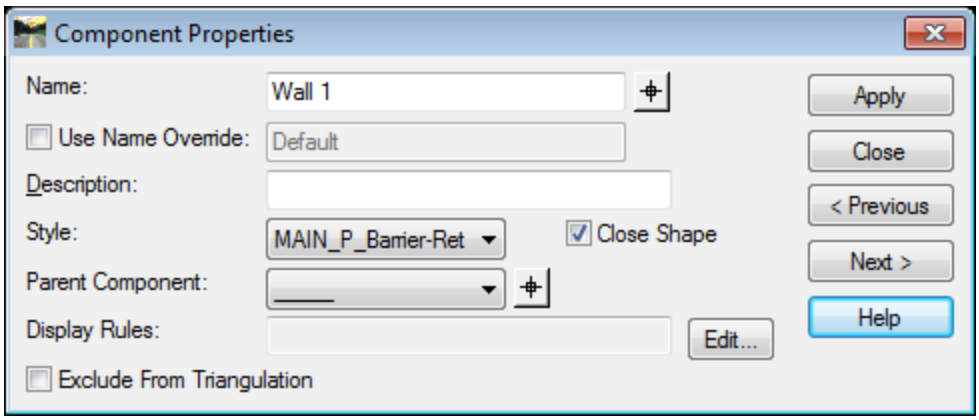
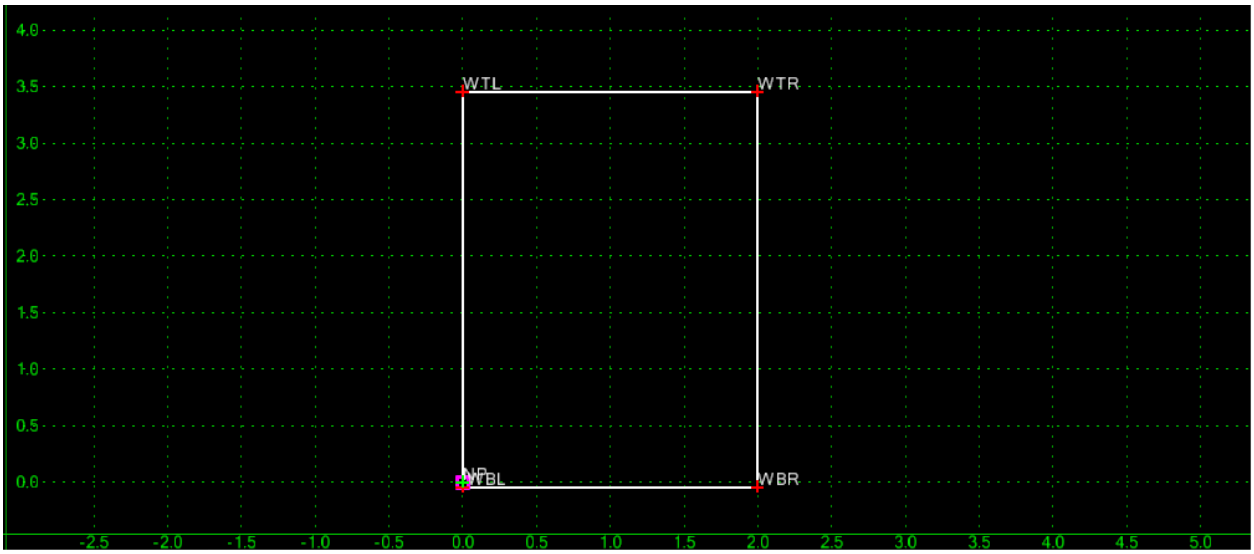

Figure L7-45 Component Properties
Figure L7-46 Create Template Dialog Grid
55.	**Rename the Component to Wall 1.** • Double click on the Component (not the Points). • Match the entries shown in *Figure L7-45*. • Click **Apply** & **Close**. • Verify your **Wall 1** matches that shown in *Figure L7-46*. ((**Note:** the screen capture is zoomed in– so your view may be slightly different).).